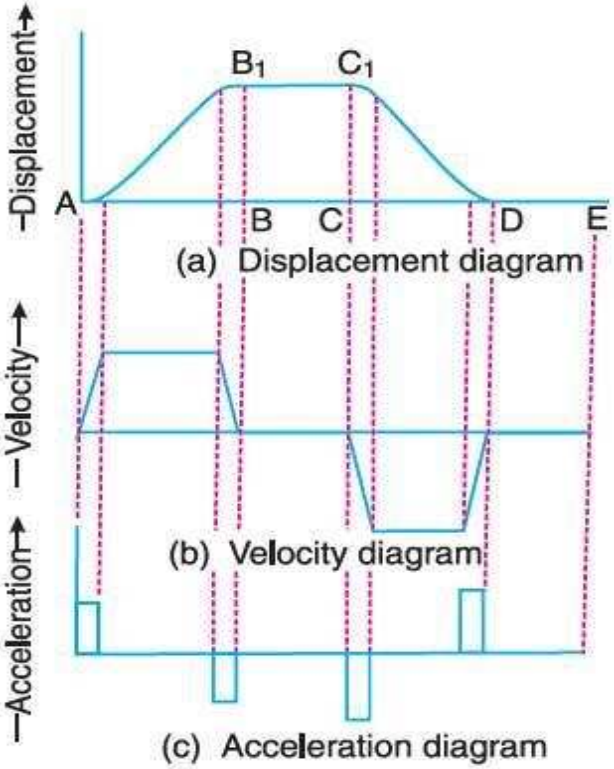

Fig. 20.5. Modified displacement, velocity and acceleration diagrams when the follower moves with uniform velocity.
- In order to have the acceleration and retardation within the finite limits, it is necessary to modify the conditions which govern the motion of the follower. This may be done by rounding off the sharp corners of the displacement diagram at the beginning and at the end of each stroke, as shown in Fig. 20.5 (*a*). *By doing so, the velocity of the follower* increases gradually to its maximum value at the beginning of each stroke and decreases gradually to zero at the end of each stroke as shown in Fig. 20.5 (*b*). *The modified* displacement, velocity an acceleration diagrams are shown in Fig. 20.5. The round corners of the displacement diagram are usually parabolic curves because the parabolic motion results in a very low acceleration of the follower for a given stroke and cam speed.